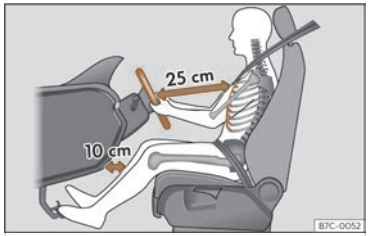

Fig. 12 La separación correcta entre el conductor y el volante debe ser de 25 cm como mínimo (10 pulgadas).
- Ajuste el volante de modo que quede a una distancia de, por lo menos, 25 cm (10 pulgadas) del esternón ››› fig. 12 y lo pueda sujetar con ambas manos por los lados, por la parte exterior, con los brazos ligeramente flexionados.